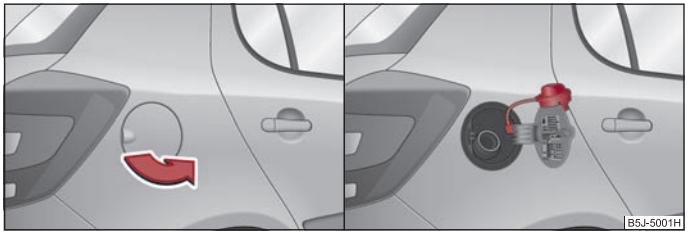

Fig. 11 Parte trasera del vehículo, lado derecho: Tapa del depósito / tapa del depósito con el tapón desenroscado
- Abrir la tapa del depósito de combustible con la mano ⇒ fig. 11 - lado izquierdo.
- Desenroscar hacia la izquierda el tapón de cierre del depósito y colocarlo por arriba en la tapa del depósito ⇒ fig. 11 - lado derecho.